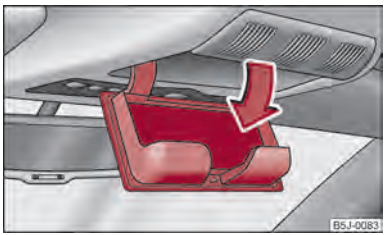

Fig. 70 Vano del padiglione del tetto: Scomparto per gli occhiali
– Premere il coperchio dello scomparto in modo che lo scomparto si apra verso il basso ⇒ fig. 70. ▶